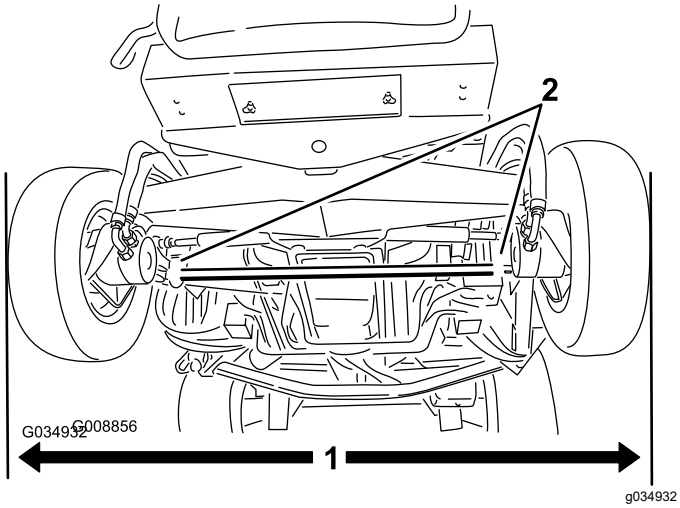

Figur 117
1. Se till att bakdäcken står i rakt läge och mät det yttre avståndet (i axelhöjd) framtill och baktill på bakdäcken (Figur 117).
2. Lossa klämmorna på dragstängernas bägge ändar för att justera skränkningen (Figur 117).